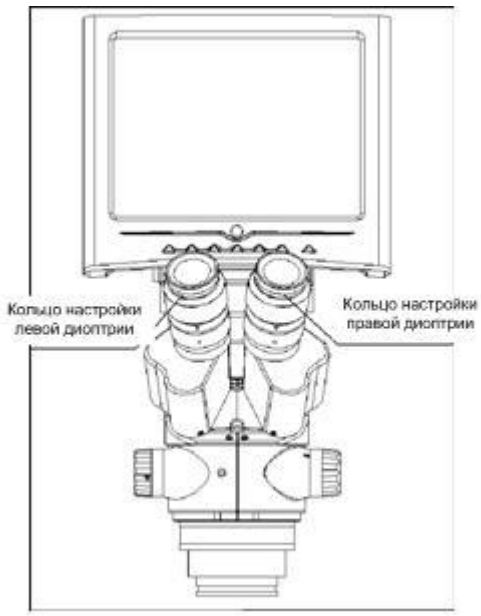

Рис.3.
- Если изображение нечеткое при наблюдении через правый окуляр, вращайте фокусирующую ручку (см. Рис. 3).